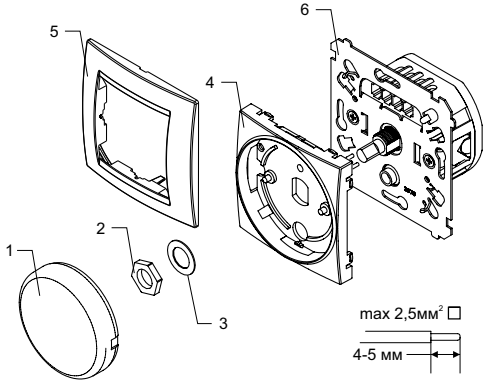

Рис. 5.
Снимите кнопку (1)(рис. 5.), открутите гайку крепления крышки (2), снимите шайбу (3) и накладку (4). Подключите регулятор (6) согласно схемам, приведённым выше (рис. 2-4.), далее собирайте в обратном порядке. Вставьте регулятор в монтажную коробку и закрепите его там. Установите на регулятор однопостовую/многопостовую рамку (5) (опционально)